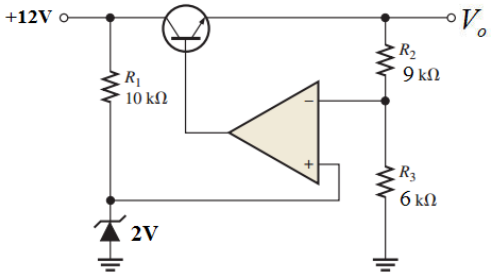

FIGURA 1
(A) Determine o valor da tensão na saída V_o do regulador de tensão mostrado na figura 1.